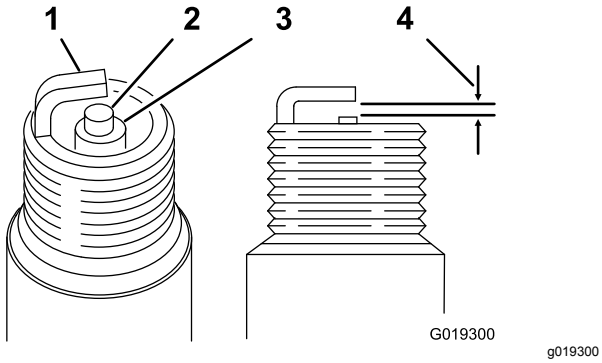

Figuur 34
3. Zorg ervoor dat de elektrodenafstand 0,6 tot 0,7 mm bedraagt, zoals getoond in (Figuur 34). Plaats een bougie met de juiste elektrodenafstand. Draai de bougie stevig vast met een torsie van 23 N·m.